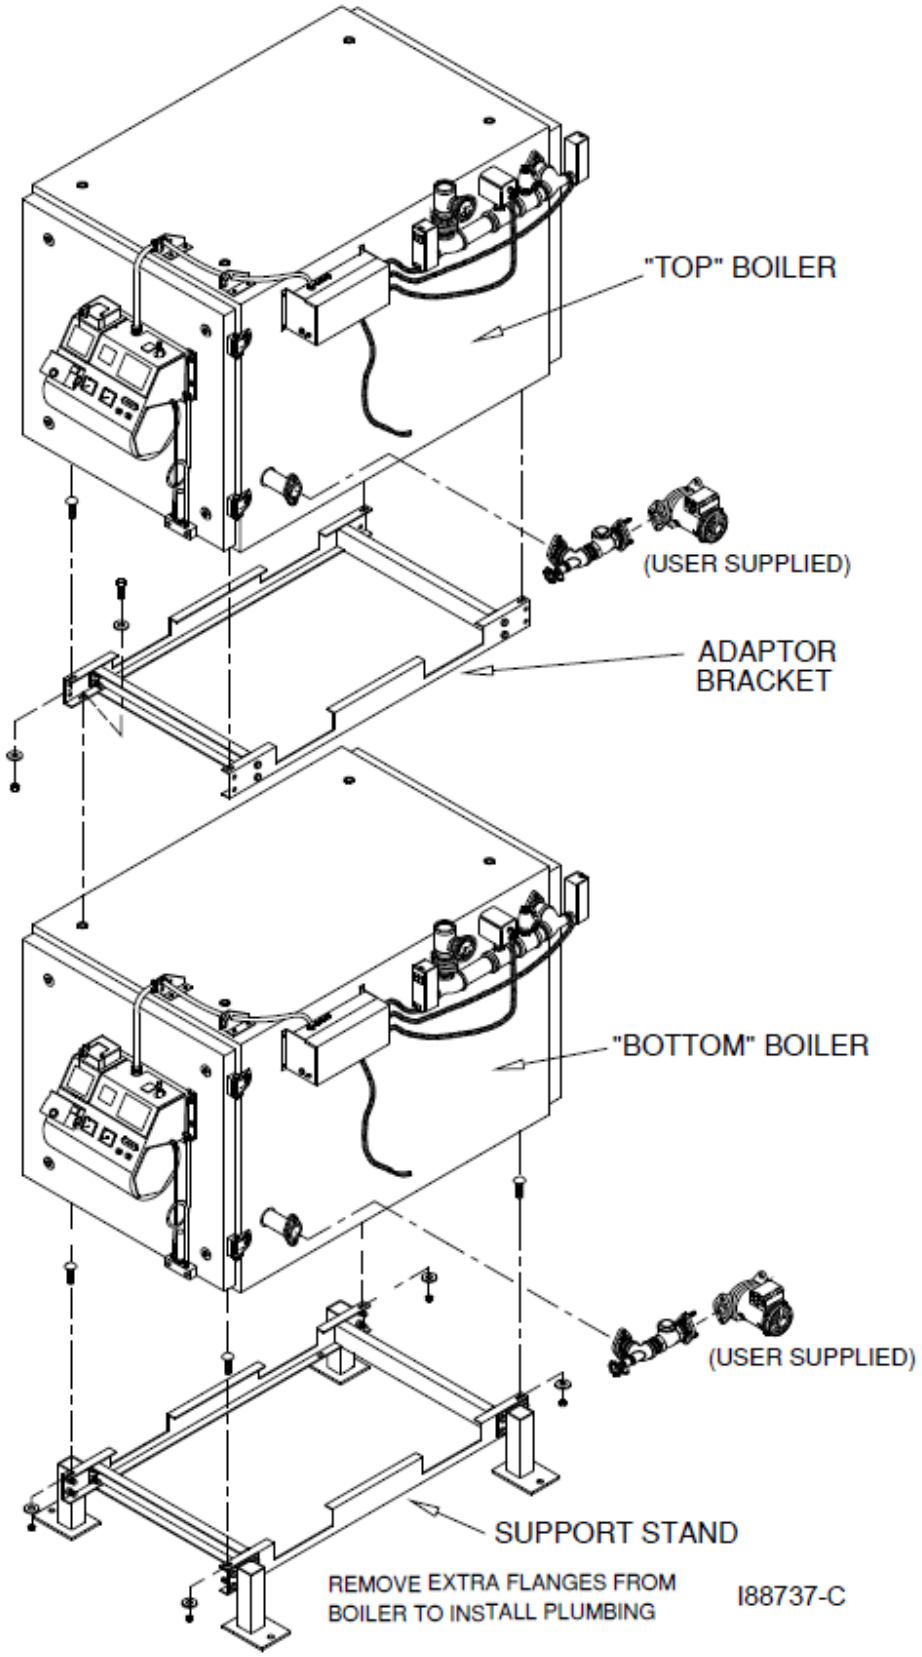

Figure 3D – Dual-Stacked Boiler Assembly Detail
7. Refer to Figures 3D and 3E. Assemble the adaptor bracket using the 1" x 3/8" bolts provided. **NOTE:** The adaptor bracket is installed between the two boilers; it is fastened to the underside of the "top" boiler unit.